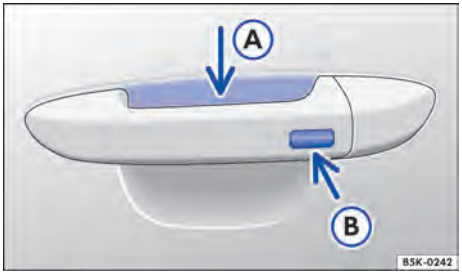

Fig. 52 Keyless Access: superfícies do sensor.
– Tocar o sensor → Fig. 52 (A) na parte interna da maçaneta da porta do condutor ou da porta do passageiro dianteiro.
– Tocar na superfície do sensor → Fig. 52 (B) na parte externa da maçaneta da porta do condutor ou da porta do passageiro dianteiro *uma vez*.
– Além disto, dentro de 5 segundos, tocar uma vez no sensor na parte externa da maçaneta da porta → Fig. 52 (B). ▶
Para a **abertura de conforto** de todos os vidros elétricos e teto solar, empunhar a maçaneta da porta e manter pressionados, ao mesmo tempo, o sensor da parte interna da maçaneta → Fig. 52 Ⓐ e a superfície do sensor Ⓑ.
Para o **fechamento de conforto** de todos os vidros elétricos e teto solar, manter um dedo durante alguns segundos sobre a superfície do sensor → Fig. 52 Ⓑ no lado externo da maçaneta da porta do condutor ou do passageiro dianteiro.
Um forte jato de água ou de vapor pode ativar as superfícies dos sensores nas maçanetas se, ao mesmo tempo, uma chave do veículo válida estiver na área de aproximação. Se no mínimo um vidro estiver aberto e a superfície do sensor → Fig. 52 Ⓑ em uma maçaneta da porta for ativada permanentemente, todos os vidros serão fechados. Se o jato de água ou de vapor se afastar brevemente da superfície do sensor → Fig. 52 Ⓐ de uma maçaneta da porta e voltar a ser direcionado para ela, possivelmente todos os vidros se abrirão.